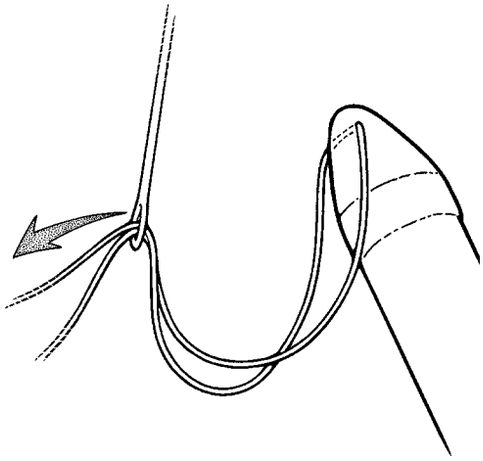

Figure 4-12. Insert Traction Suture into Keith Needle
3. Withdraw obturator to "retracted" or "locked" position. Pass both ends of cylinders traction suture (approximately 10 cm) through the eye of a Lightning Bolt Keith Needle **(Figure 4-12)**.